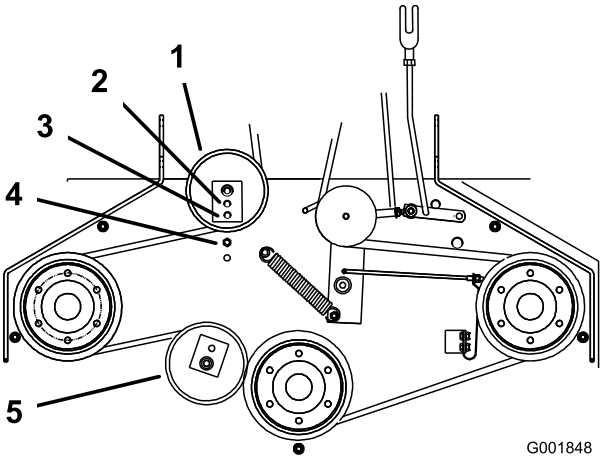

Figura 45
6. Si no es posible ajustar más el tensor y la correa todavía está floja, coloque la polea tensora trasera en el taladro central o delantero (Figura 45). Utilice el taladro que permita un ajuste correcto.
7. Cuando se cambia de posición la polea tensora, será necesario cambiar también la guía de la correa. Mueva la guía de la correa a la posición delantera (Figura 45).